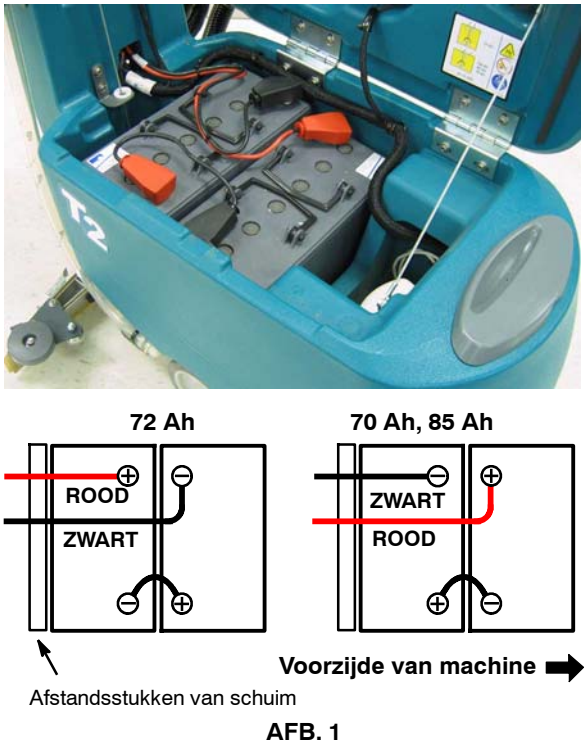

AFB. 1
2. Plaats de accu's voorzichtig zoals is afgebeeld in het accucompartiment (afbeelding 1).
3. Maak de accukabels vast zoals is aangegeven (afbeelding 1).